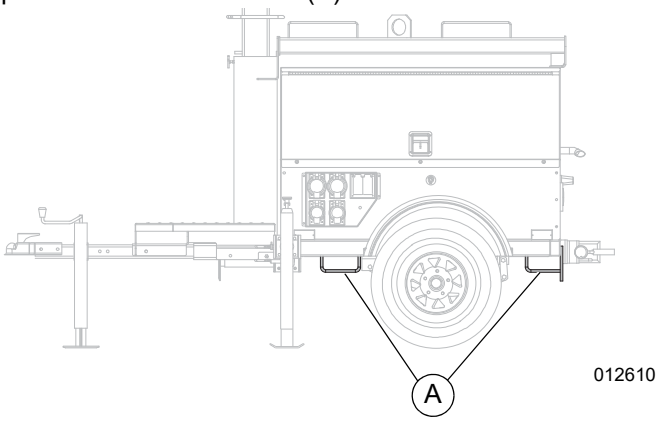

***Figure 3-18. Tie-Down Points***
See ***Figure 3-18***. The unit is equipped with four tie-down points—two on each side (A).